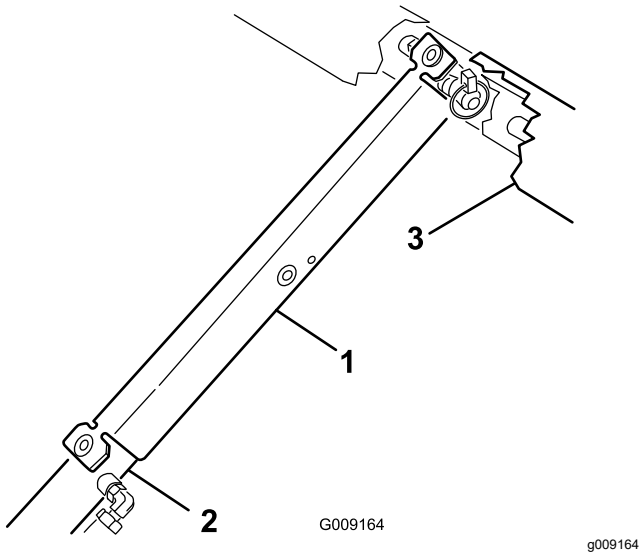

**Figura 22**
3. Empuje el soporte de la plataforma sobre la varilla del cilindro, asegurándose de que los extremos del soporte descansan sobre el extremo del cilindro y sobre la rótula de la varilla del cilindro (Figura 22).